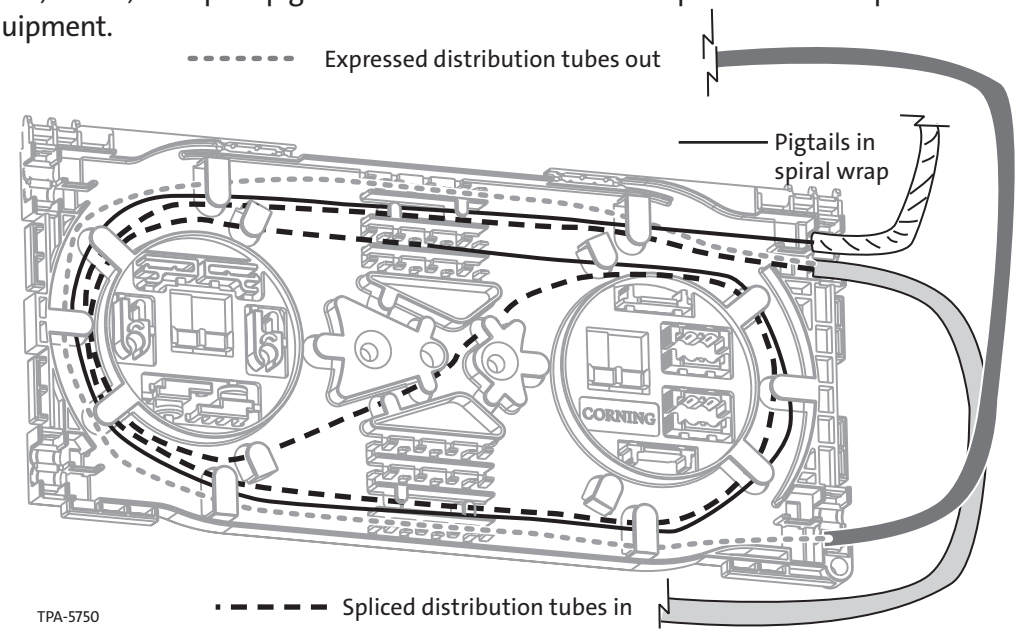

Figure 23
Step 1: Route two loops of pigtail around the inside perimeter of the splice tray (Figure 23).